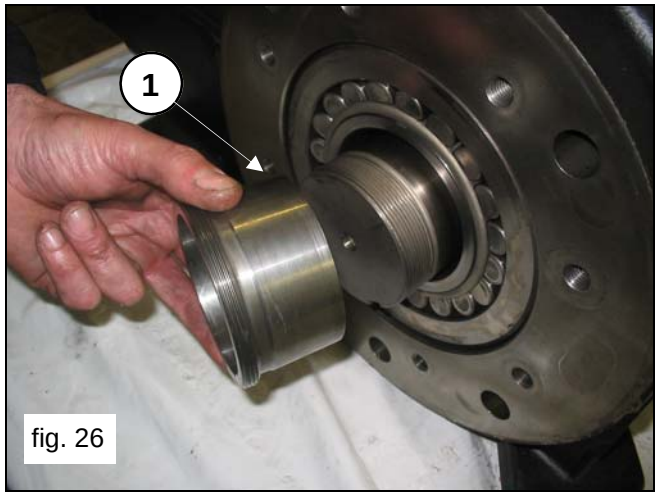

fig. 26
Remove the pressure sleeve (pos.①, fig.26).